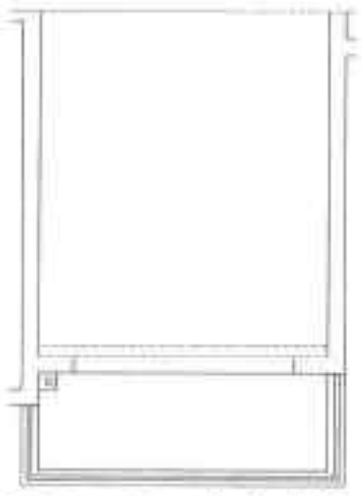

图19-62 偏移直线
Step 09 执行“直线”命令，沿墙体绘制一条直线。执行“偏移”命令，将直线偏移 150mm，如图 19-62 所示。